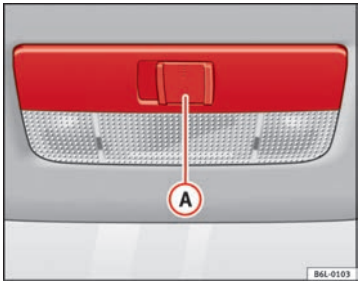

Fig. 60 Interior roof trim: front interior lights
The switch (A) ⇒ fig. 60 is used to select the following positions:
Move the switch to position O ⇒ fig. 60. ▶